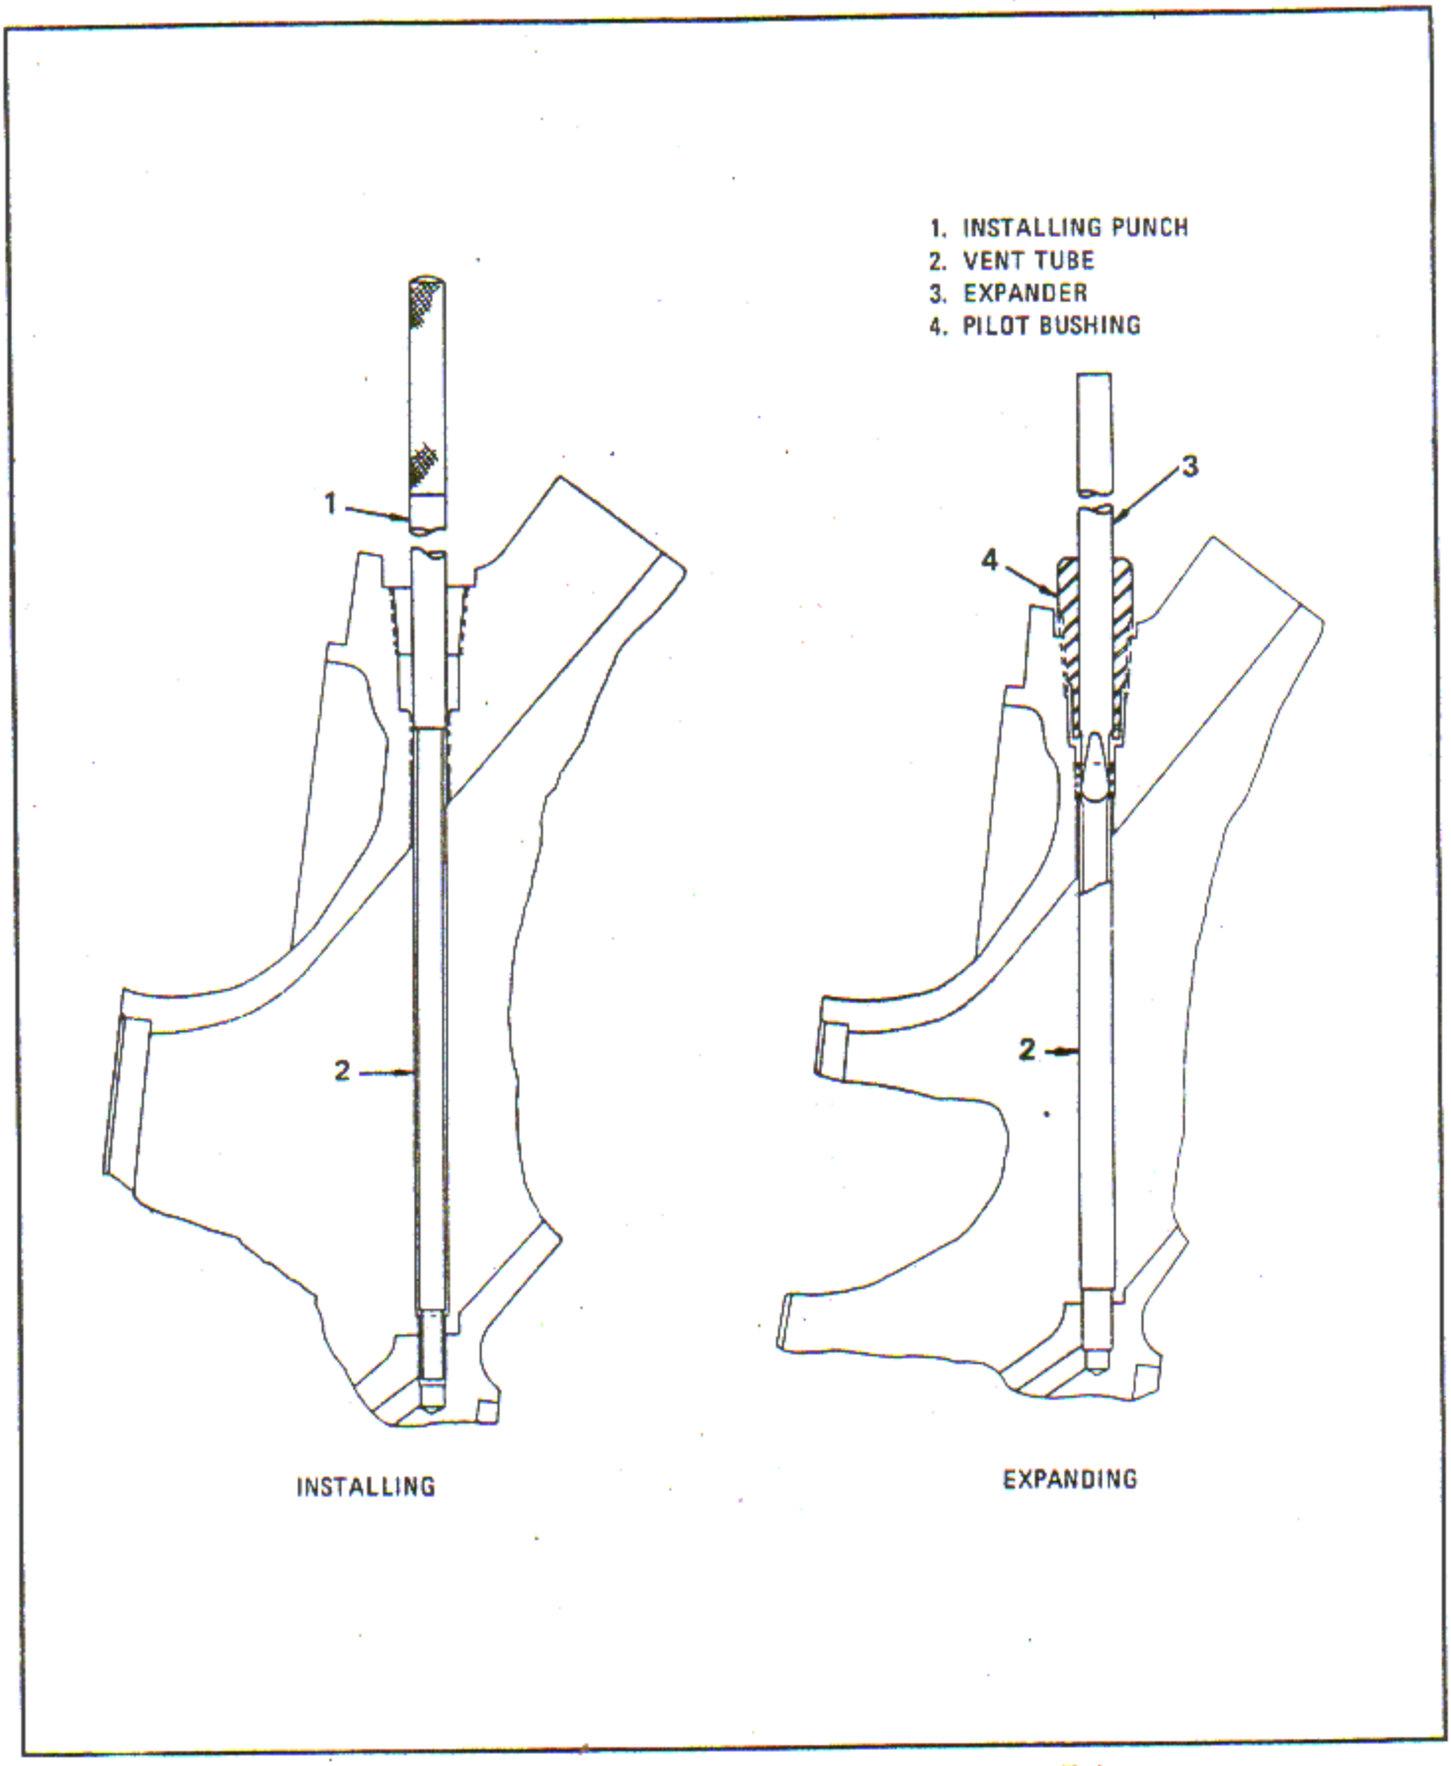

Figure 6-203. Installing and Expanding Oil Seal Vent Tube
c. Insert the installing punch (1, figure 6-203), down into the tube as shown. Using a hammer, tap the top end of the punch to firmly seat the tube in the reamed hole at the diaphragm. After seating, wipe off the excess sealing compound and permit the compound to dry.
d. Install pilot bushing (4) in the breather hole as shown. Using the 0.238 inch diameter expander (3), operating at 1100 rpm, spread the tube to a depth sufficient to pass through the 9m/m thread only.